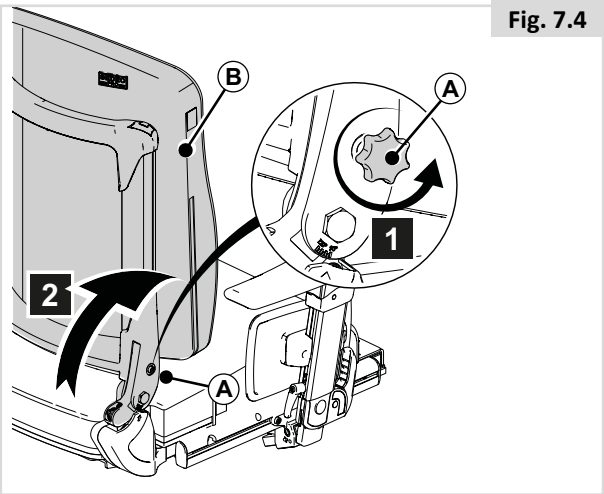

Fig. 7.4
7.3 Libération rapide du dossier rabattable (Fig. 7.4)